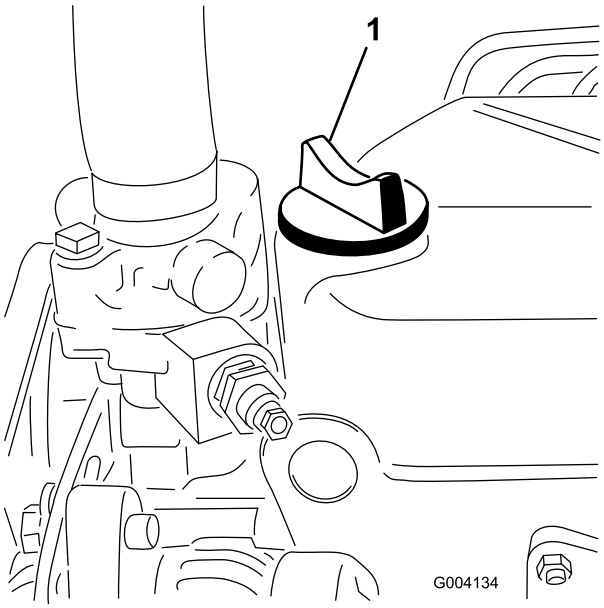

**Figur 30**
5. Hvis olieniveauet er under FULL-mærket, skal du fjerne påfyldningsdækslet (Figur 30) og fylde olie på, indtil niveauet når FULL-mærket på målepinden.